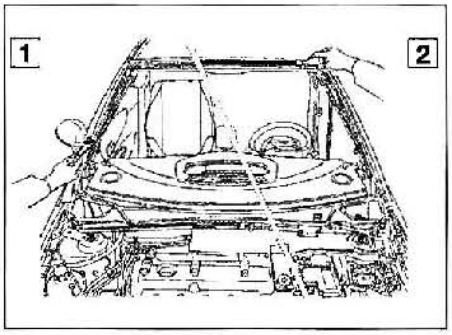

FIG. 83
• Enrasar el restante de cola en la carrocería y aplicar el imprimación de adherencia **(fig. 83)**.